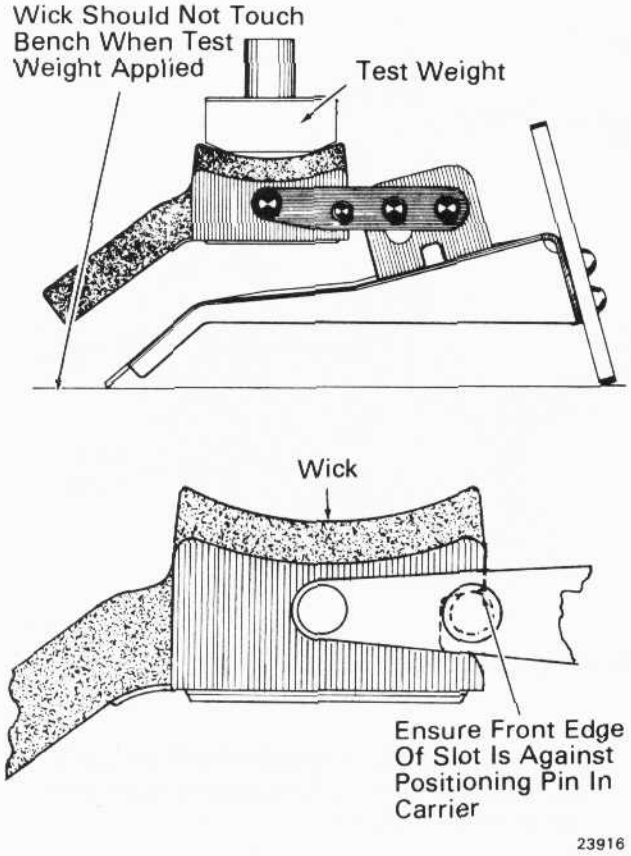

Fig.19 - Testing Wide Window Wick Lubricator Spring
5. Check wide window support bearing lubricator spring pressure by placing a weight on the wick assembly as shown in Fig. 19. Use a 3 kg (7 lb) weight for new assemblies and a 2 kg (5 lb) weight for used assemblies. The tail of the wick